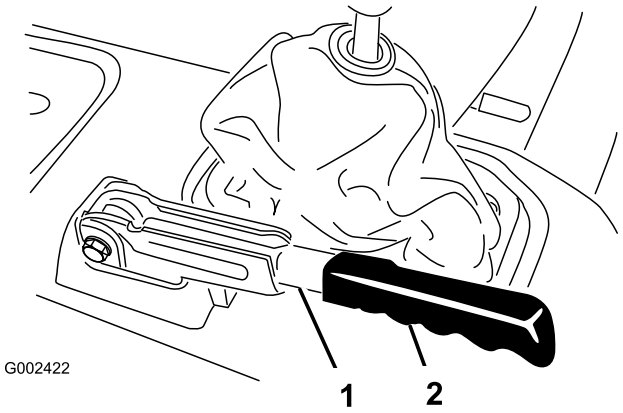

Figur 60
1. Ta bort gummihandtaget från parkeringsbromsspaken (Figur 60).